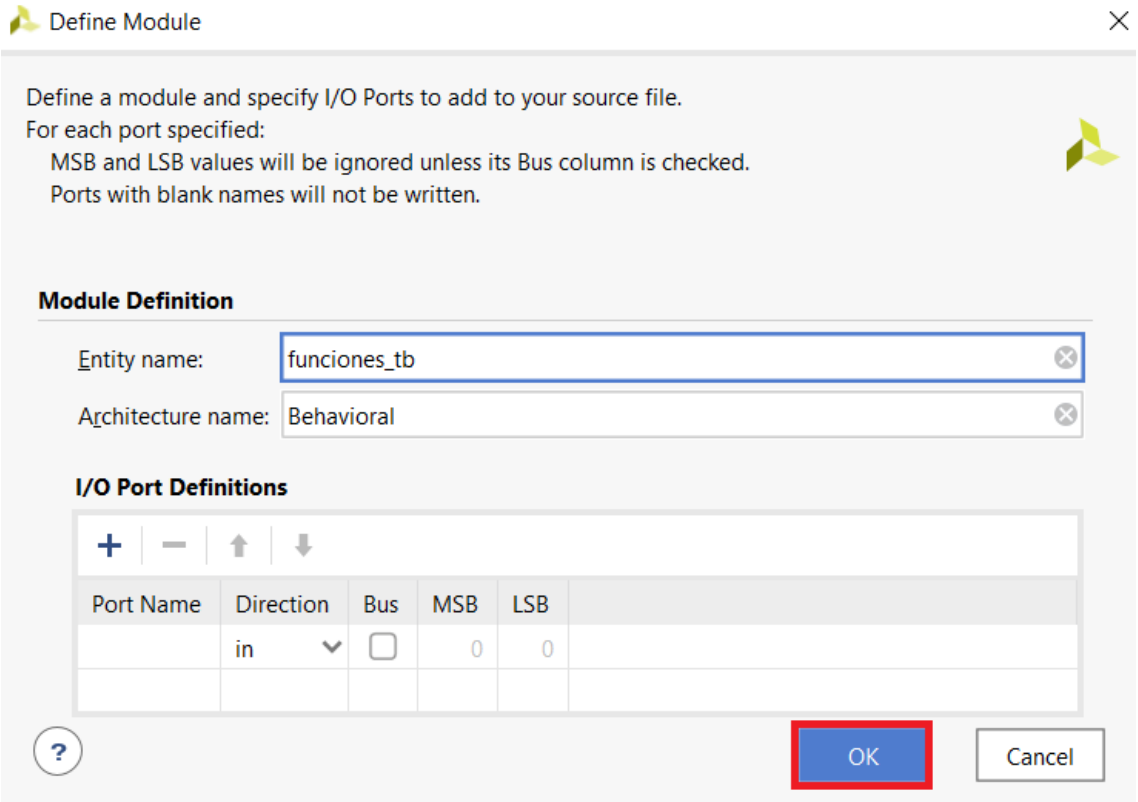

Figura 22. Captura de pantalla de *Define Module* con el campo *I/O Port Definitions* vacío.
6. Por defecto, el asistente pide en el siguiente paso que se ingresen los puertos de entrada y salida (igual que en el apartado 3). Como se ha mencionado, el *test bench* no tiene puertos, así que no hay introducir nada en el campo *I/O Port Definitions* y pulsar en *OK* (Figura 22).